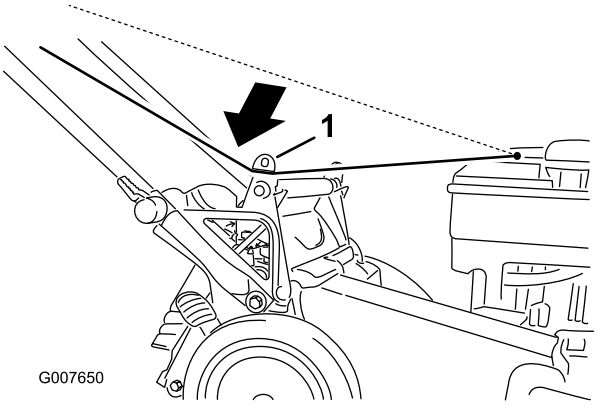

Bild 22
1. Verlegen Sie das Starterkabel um die untere Kabelführung (Bild 22).